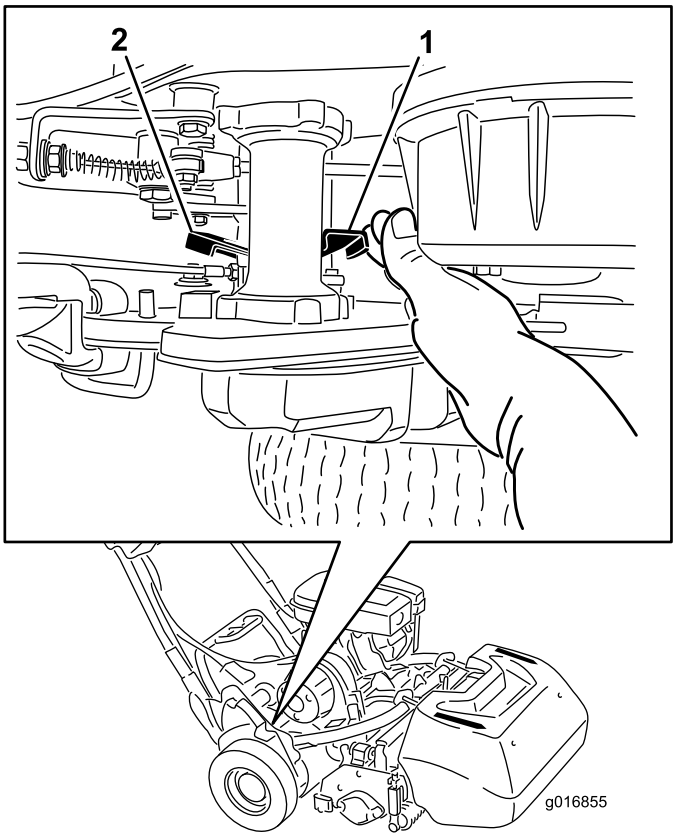

Figur 29
1. Find traktionshåndtaget (indkobl/udkobl) ved siden af tromlen i drivværkets hus på bageste højre hjørne af maskine (Figur 29).